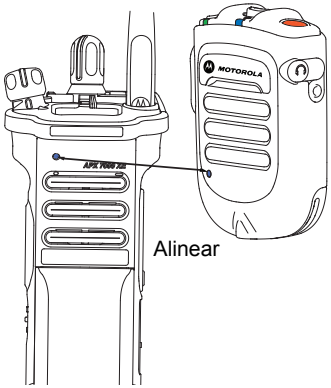

Figura 2.10: Emparejamiento del WRSM
2. Coloque el punto azul (punto de emparejamiento seguro) en el WRSM a 2,5 cm (1 pulgada) de distancia del punto azul (punto de emparejamiento seguro) del radio. Consulte Figura 2.10.